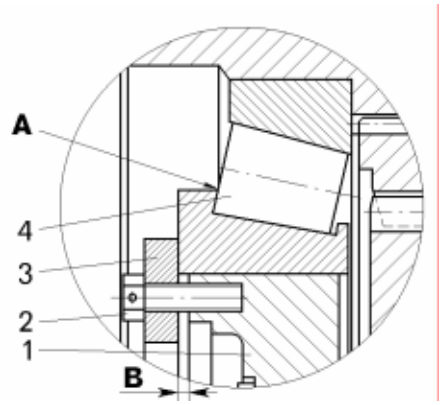

Рисунок 7.14 – Проверка зазоров:
Проверить щупом зазор между торцами роликов и рабочим бортом подшипника 4 (рисунок 7.14). Если на 70% роликов зазор не превышает 0,3 мм (причем не должно быть более трех рядом расположенных роликов, у которых зазор превышает 0,4 мм), перейти к выполнению следующего пункта. В противном случае повторить затяжку болтов в той же последовательности до установления на восьми болтах момента 60 Н.м.
– завернуть регулировочные болты 11 (24 штуки) одевая на каждый из них по одной распорной шайбе из прошлифованного комплекта, чтобы распорные шайбы расположились в зазоре В (смотри рисунок 7.14);